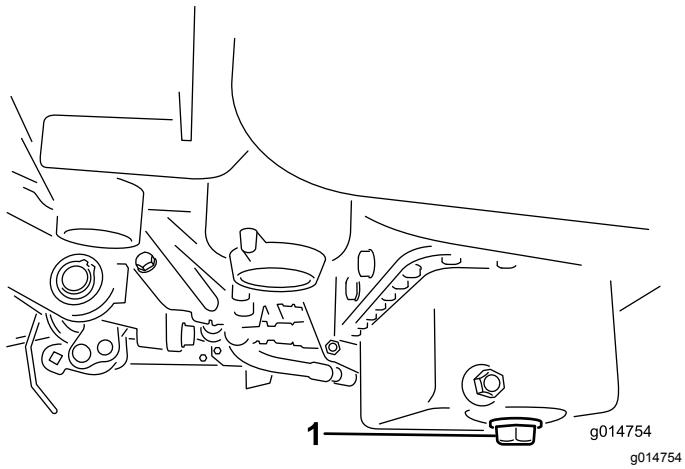

Рисунок 43
1. Снимите сливную пробку и дайте маслу вытечь в сливной поддон. Когда масло перестанет течь, установите сливную пробку на место (Рисунок 43).